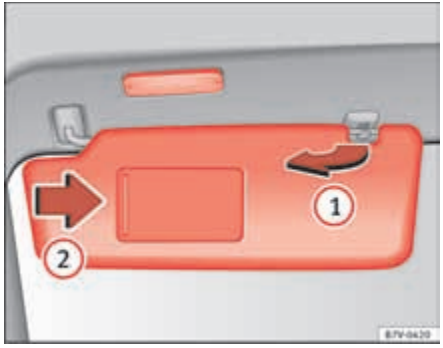

Fig. 69 Sun visor.
- The sun visor can be pulled out of its mounting and turned towards the door ⇒ fig. 69 (1).
There may be a make-up mirror, with a cover, on the rear of the sun visor. When the cover is opened ⇒ fig. 69 (2) a light comes on.